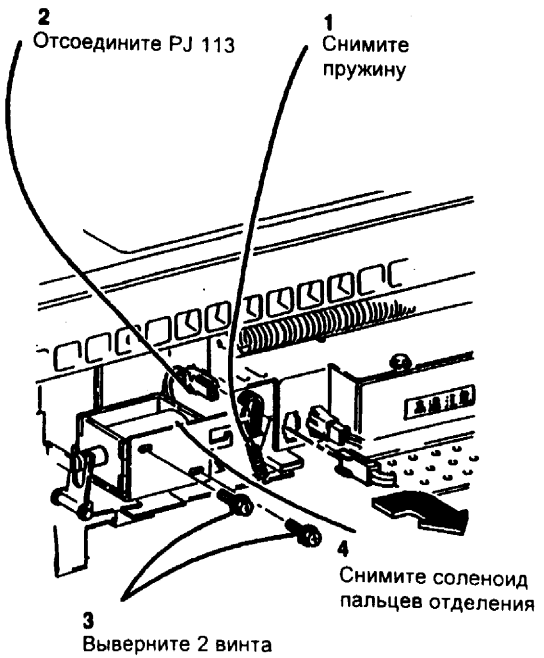

Рис. 1 Снятие соленоида пальцев отделения
4. (Рис. 1) Снимите соленоид пальцев отделения.